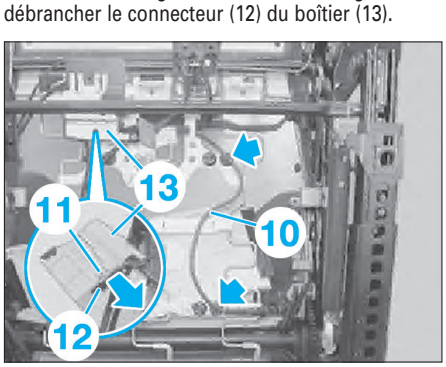

Fig. 17
• Dégrafer le faisceau de câbles de l'airbag (10) des attaches au niveau du mécanisme de réglage du siège **(Fig.17)**.
• Soulever la languette de déverrouillage (11) et débrancher le connecteur (12) du boîtier (13).